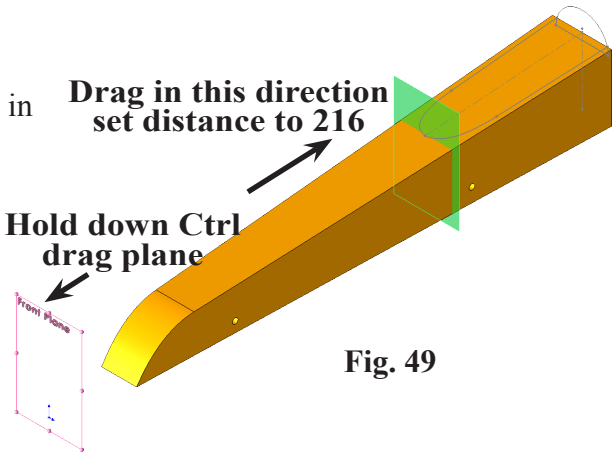

Fig. 49
Step 3. **Ctrl drag** Front plane in drawing towards rear of body and release, **Fig. 49**. To Ctrl drag, hold down Ctrl and drag plane to rear.